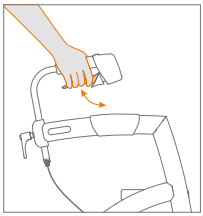

Abbildung 22: Feststellbremse lösen.
d. Möchten Sie den Rollator aus der Parkposition lösen? Betätigen Sie die Handbremsen erneut und lösen Sie sie **(Abbildung 22)**. Die Parkposition ist nun aufgehoben.